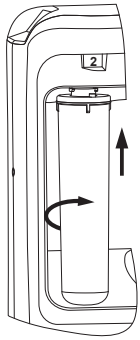

Fig. 9a
- The cartridges are inserted into the corresponding collectors until they stop and turn clockwise, as shown in Fig. 9a, until a click.